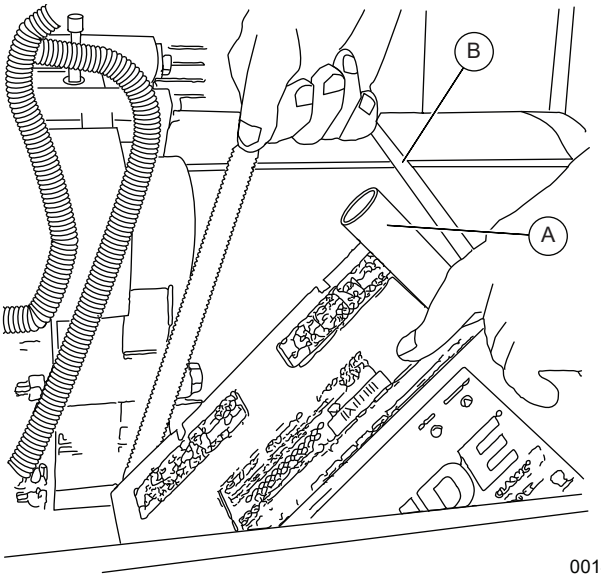

Figure 5-10. Remove/Install Battery
3. See ***Figure 5-10***. Install rubber protective cover over positive (+) battery terminal (A).